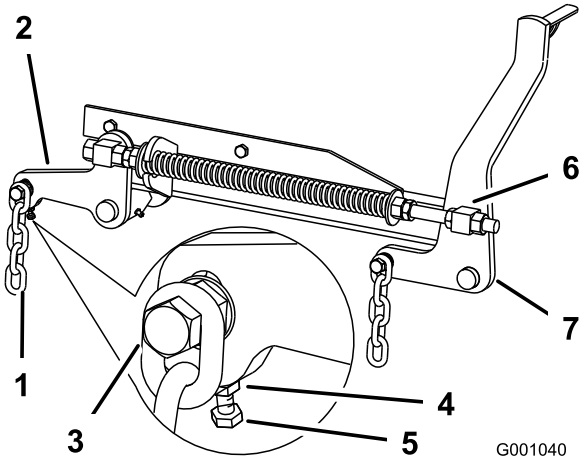

Figur 79
7. Om måtten vid punkt **B** eller **C** är felaktiga ska du lossa den bult som håller fast den bakre kedjan vid den bakre stödarmen (Figur 79).
8. Lossa kontramuttern under den bakre stödarmen och anpassa justerskruven så att du får ett mätvärde på mellan 79 och 83 mm)(Figur 79).
7. Lossa kontramuttrarna för de främre lekarna framtill på höger och vänster lekare ca 13 mm (Figur 79).
8. Justera lyftmuttrarna på både vänster och höger sida av maskinen så att du får en inställning som är 6 till 10 mm lägre fram vid punkt **A** än bak vid punkt **B** (Figur 79).